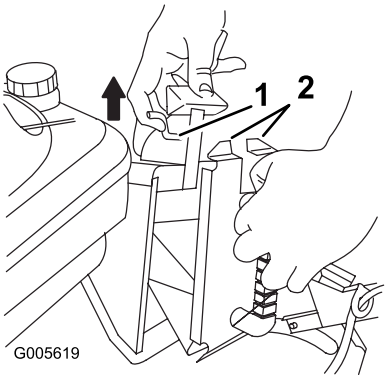

Figur 23
3. Lyft upp luckspärren på handtaget och skjut in pluggens överdel helt och hållet samtidigt som du för handtaget bakåt (Figur 23).
4. Släpp luckspärren så att den hakar fast över pluggens tappar (Figur 23).